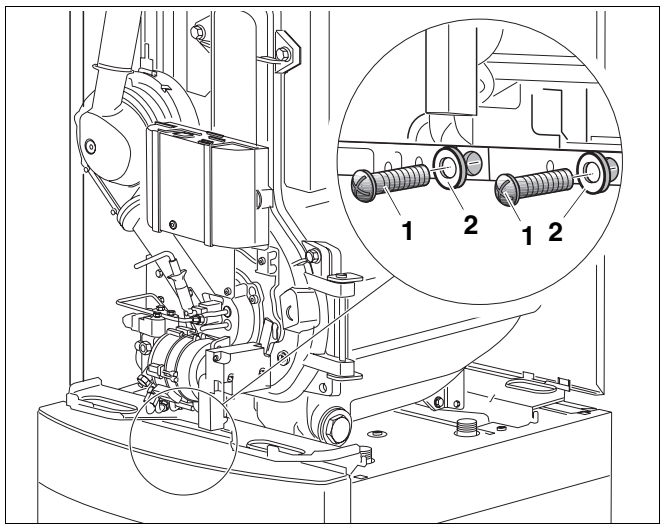

Rys. 10 Skręcanie kotła grzewczego z podgrzewaczem
Śruby mocujące (rys. 10, **poz. 1**) i podkładki (rys. 10, **poz. 2**) wchodzą w skład zestawu przyłączeniowego obiegu grzewczego.
- Kocioł grzewczy przykręcić za pomocą dwóch śrub M 8 x 16 (rys. 10, **poz. 1**) i podkładek (rys. 10, **poz. 2**) z przodu i z tyłu podgrzewacza.